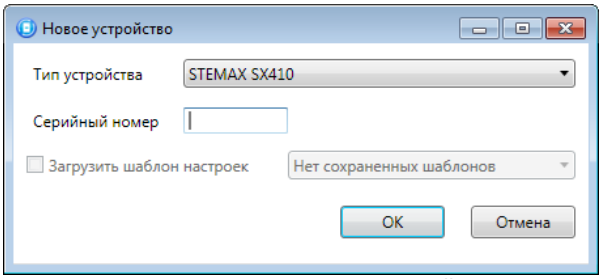

Рисунок 4.4 — Окно *Новое устройство*
- в открывшемся окне *Новое устройство* (см. рисунок 4.4):